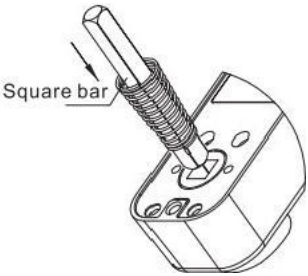

FIG7D
3) Steek één uiteinde erin van de vierkante as met een vergrendelingsveer in de rond gat aan de voorkant paneelvergrendeling (zoals Afbeelding 7D)